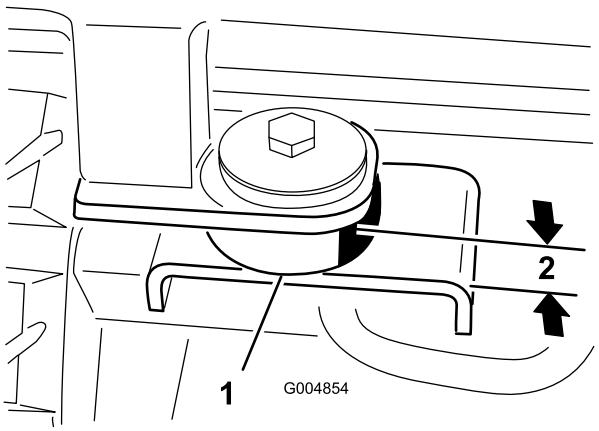

**Rysunek 67**
3. Umieść gumową podkładkę kabiny w miejscach mocowania z przodu (Rysunek 67).